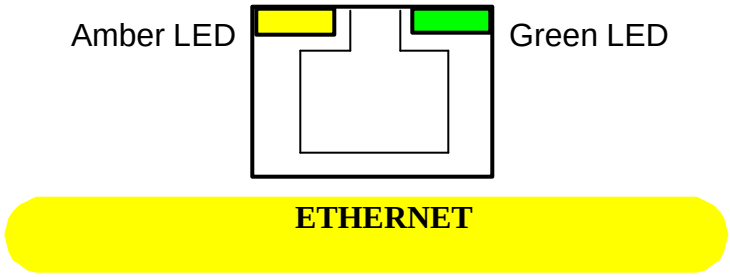
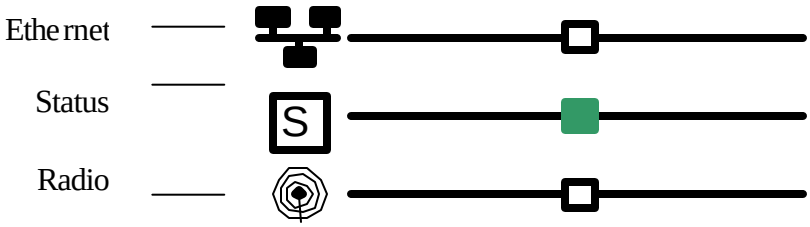

Figure 3-28 Multi-Client Radio Adapter Rear Panel
Figure 3-29 Multi-Client Radio Adapter Top Panel
a. There are two LEDs built in to the top of the Ethernet port. Figure 3-28
(1) The right one should be solid green, to indicate the link to the hub.
(2) The left one will flash to indicate traffic.
b. The three lights on the top of the radio adapter should behave as follows: Figure 3-29
(1) The center "**Status**" LED should be steady. (Indicates you are associated with a bridge.
(2) The top, "**Ethernet**" and bottom "**Radio**" LEDs will blink when there is traffic.